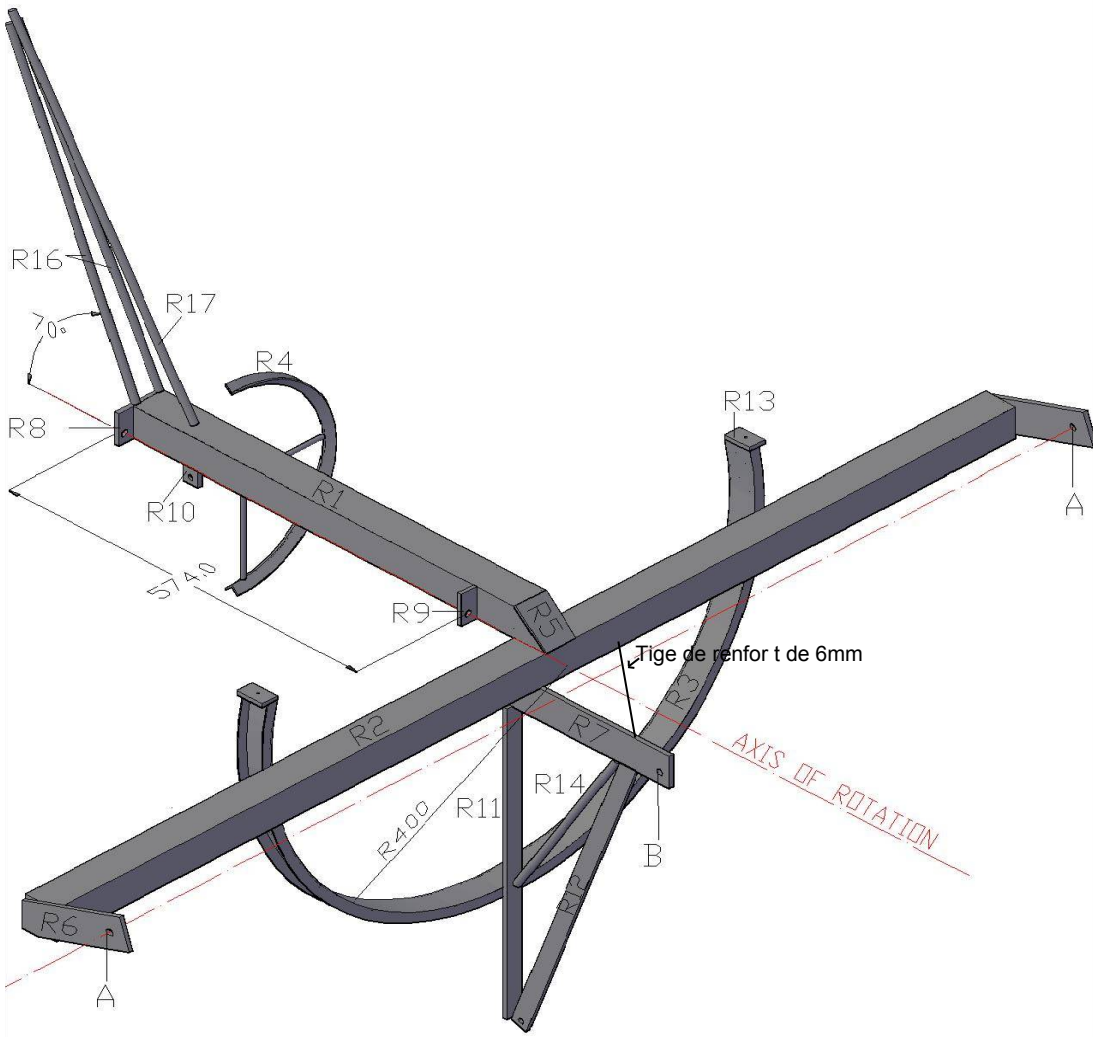

Fig. 6: support tournant
11. Souder R16 et R17 à R1 comme sur la Fig.6